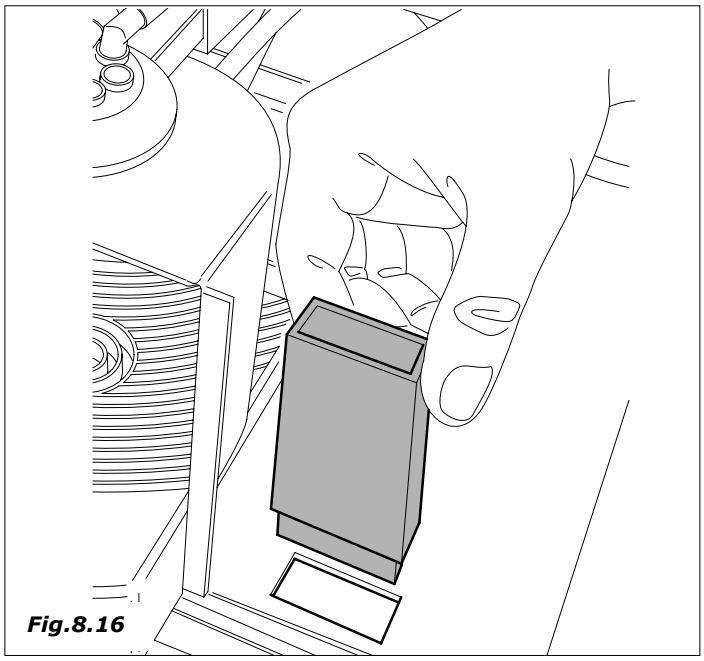

Fig.8.16
- Introduzir a guia transportadora em correspondencia da saída da caixa fichas (*Fig. 8.16*)